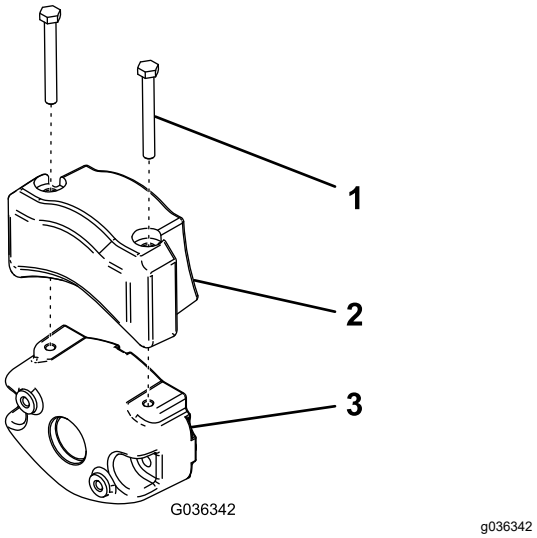

Figura 4
4. Sujete el contrapeso eléctrico al contrapeso existente con 2 tornillos, como se muestra en la Figura 4.